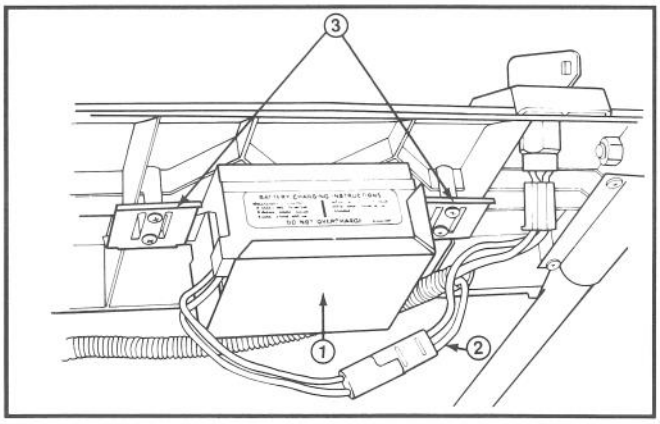

Afbeelding 26
1. Zet de motor af en koppel de ontstekingsdraad los van de accupool (Afb. 26).